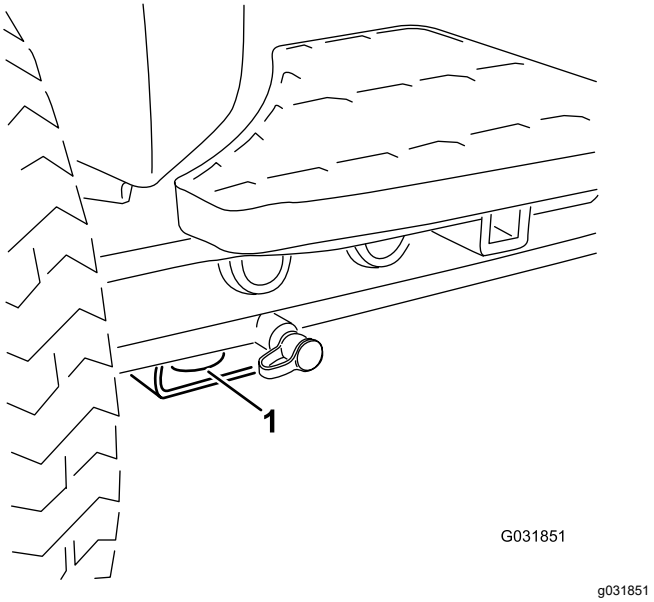

Rysunek 34
- Z przodu — otwór w prostokątnej płytce, pod pochwą osi, wewnątrz każdej z przednich opon(Rysunek 34).